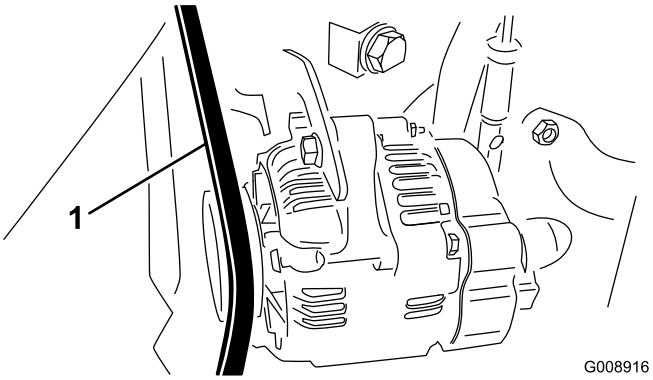

**Figur 72**
2. Kontrollér tilspændingen ved at trykke ned på generator-/ventilatorremmen midtvejs mellem remskiverne på generatoren og krumtapakslen med en belastning på 30 N·m (Figur 72).